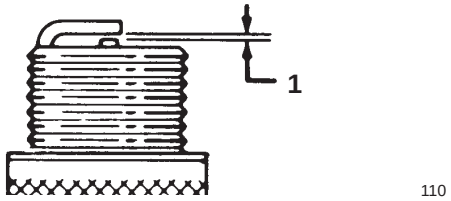

Figur 29
6. Still luftgapet mellom elektrodene på 0,76 mm, som vist i figur 29.